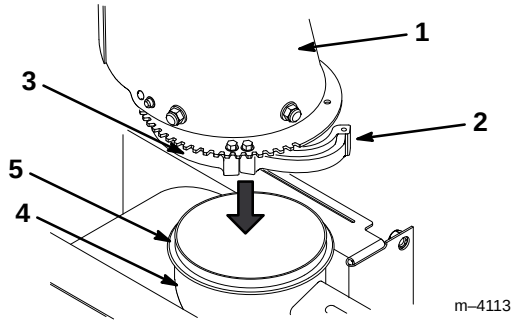

**Abbildung 1**
**1.** Die lose Auswurfkanalhalterung an der Unterseite des Auswurfkanals nach außen drehen (Abb. 1).
**2.** Den Auswurfkanalring leicht einfetten (Abb. 1).
**3.** Den Auswurfkanal über die Öffnung an der Oberseite des Spindelgehäuses herunterlassen (Abb. 1).
**4.** Darauf achten, daß der Auswurfkanalring in die Nuten in den festen Auswurfkanalhalterungen kommt (Abb. 1).